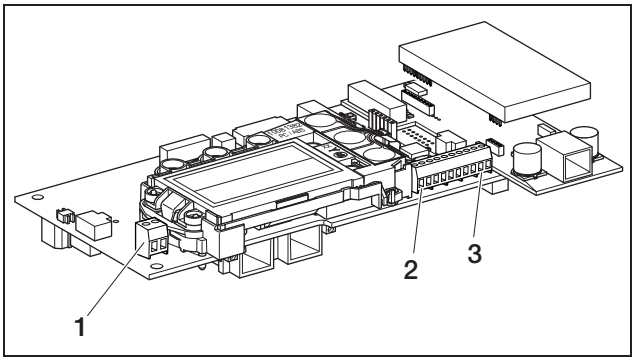

Abbildung 62: *Anschlüsse Kommunikationsboard II*
- Schließen Sie die Leitungen an der entsprechenden Klemme (Abbildung 62, Position 1) an.
- Schließen Sie die Leitungen entsprechend der Anschlussbelegung (Tabelle 11) an der Klemme (*4* in Abbildung 62) an.